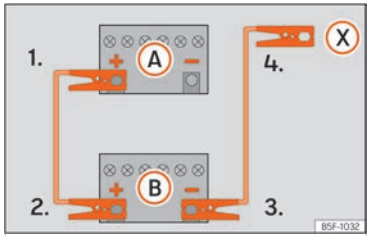

Fig. 195 Wiring diagram for vehicles without a start/stop system.
2. Connect one end of the *red* jump lead to the positive (+) terminal of the vehicle with the flat battery (A).
3. Connect the other end of the *red* jump lead to the positive terminal (+) in the vehicle providing assistance (B).
4. *Vehicles without a Start-Stop system:* connect one end of the black jump lead to the negative terminal (–) of the vehicle providing the current (B) ››› Fig. 195.